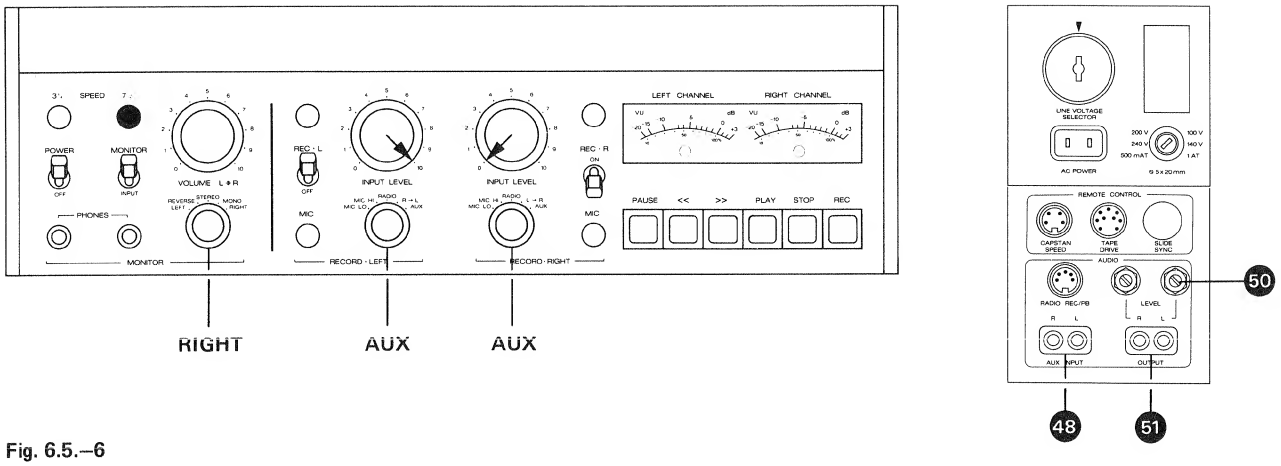

Fig. 6.5.–6
– Effectuez les commutations selon la fig. 6.5.–5.
– Branchez un millivoltmètre BF à la sortie (51) OUTPUT.
– Raccordez un générateur aux prises (48) AUX INPUT (1000 Hz, 0 VU + 6 dB).
– Bedienungselemente nach Fig. 6.5.–6 einstellen.